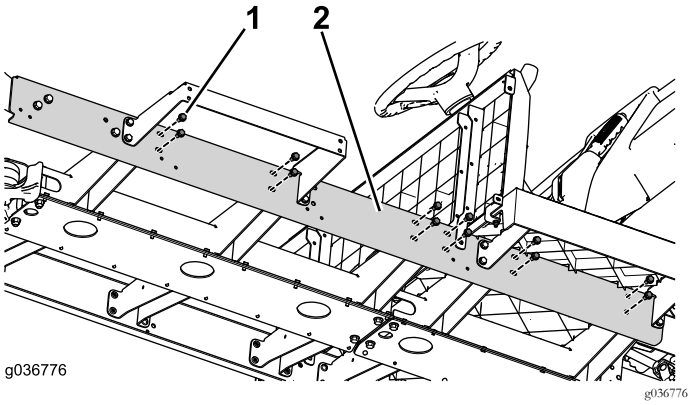

Figur 31
7. Monter de resterende kanalmonteringsdelene (Figur 31).